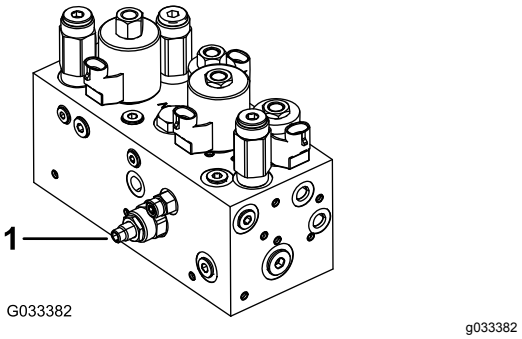

Figur 48
Kretsen for løfting og senking av klippeenheten leveres med en mengderegulatorventil (Figur 48). Denne ventilen er forhåndsjustert til ca. tre omdreininger åpen fra fabrikken, men det kan hende den må justeres for å kompensere for forskjeller i hydraulikkvæsketemperaturer, klippehastighet osv.
1. Hev setet, og finn mengderegulatorventilen på den midtre trekkrammen (Figur 48) som er plassert på siden av hydraulikkmanifolden.